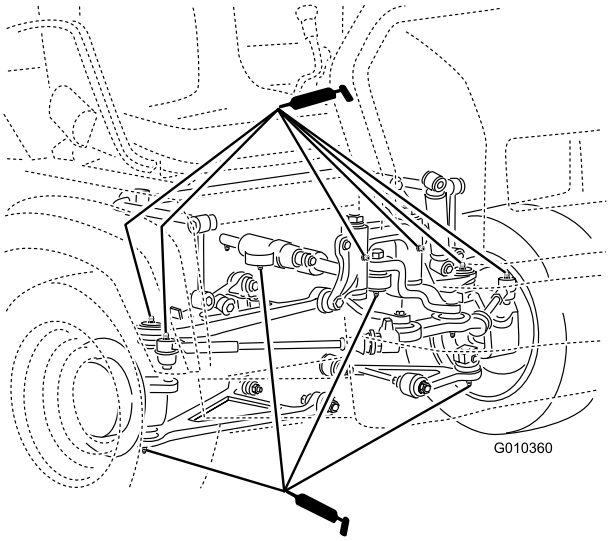

**Figur 36**
- **Kuleledd (4)**. Se Figur 36
- **Panserhengsler (2)**. Se Figur 36
- **Styresylinder (2)**. Se Figur 36
- **Parallellstag (2)**. Se Figur 36